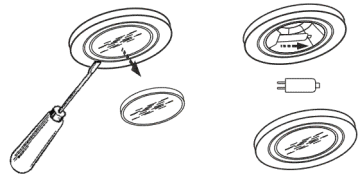

рис. 13
8.6 Замена галогенной лампы (рис. 13):